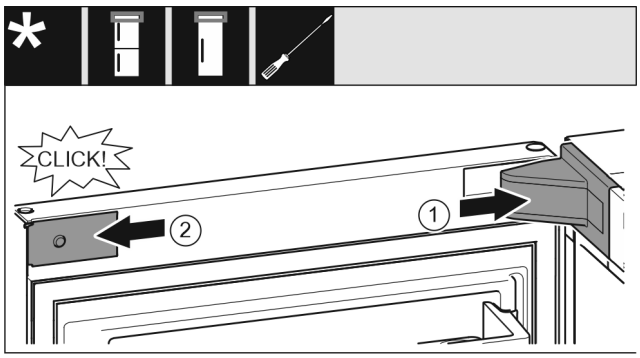

Fig. 20
- ▶ Lagerbockabdeckung aufsetzen und einrasten, ggf. vorsichtig auseinanderdrücken. *Fig. 20 (1)*
- ▶ Blende seitlich ansetzen und einrasten. *Fig. 20 (2)*